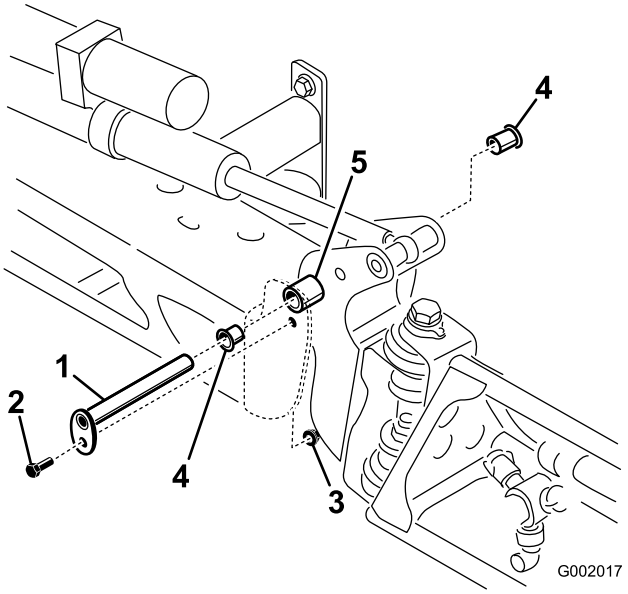

Figur 72
3. Når bommens vægt er understøttet, kan du fjerne den bolt og møtrik, der fastholder drejetappen på bommen (Figur 72). Fjern drejetappen.
5. Fjern og efterse nylonbøsningerne fra aksebeslagets for- og bagside (Figur 72). Udskift eventuelle beskadigede bøsninger.
7. Monter bommen og aksebeslaget på midterstellet, og tilpas åbningerne (Figur 72).